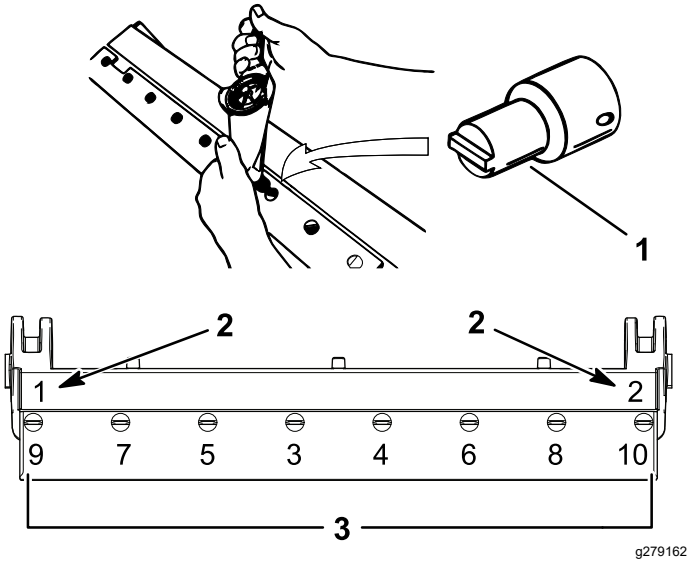

Rysunek 40
4. Dokręć 2 śruby zewnętrzne momentem 1 Nm; patrz Rysunek 40.
5. Postępując od środka noża dolnego, dokręcaj śruby momentem od 23 od 28 Nm; patrz Rysunek 40.